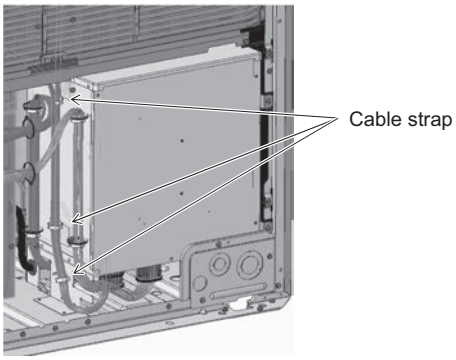

Figure 6
(8) Remove the cable straps to disconnect the wiring. (See Figure 6.)